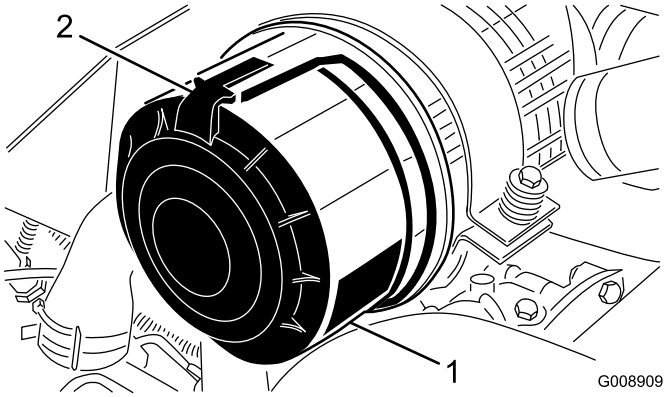

**Figur 59**
1. Utløs låsene som fester luftrenserdekslet til luftrenserhuset (Figur 59).